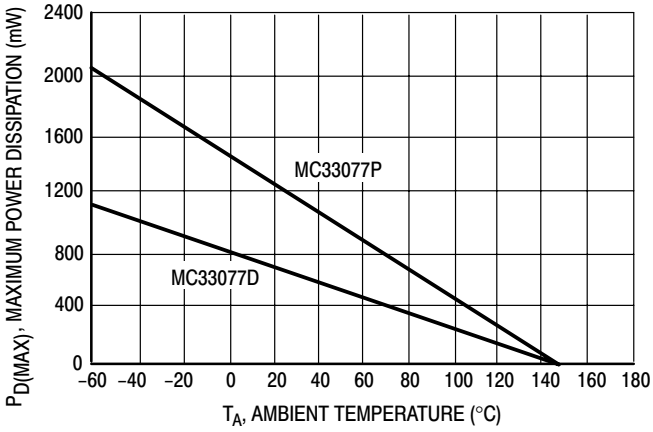

**Figure 2. Maximum Power Dissipation versus Temperature**
2. Power dissipation must be considered to ensure maximum junction temperature ($T_J$) is not exceeded (See power dissipation performance characteristic, Figure 2).